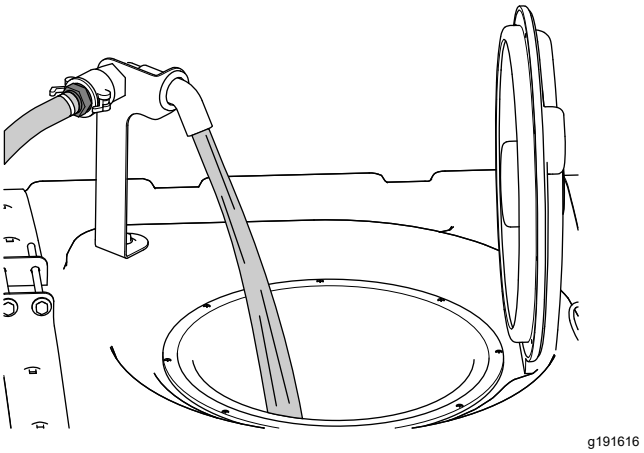

Figure 25
5. Add 3/4 of the required water to the spray tank (Figure 25).